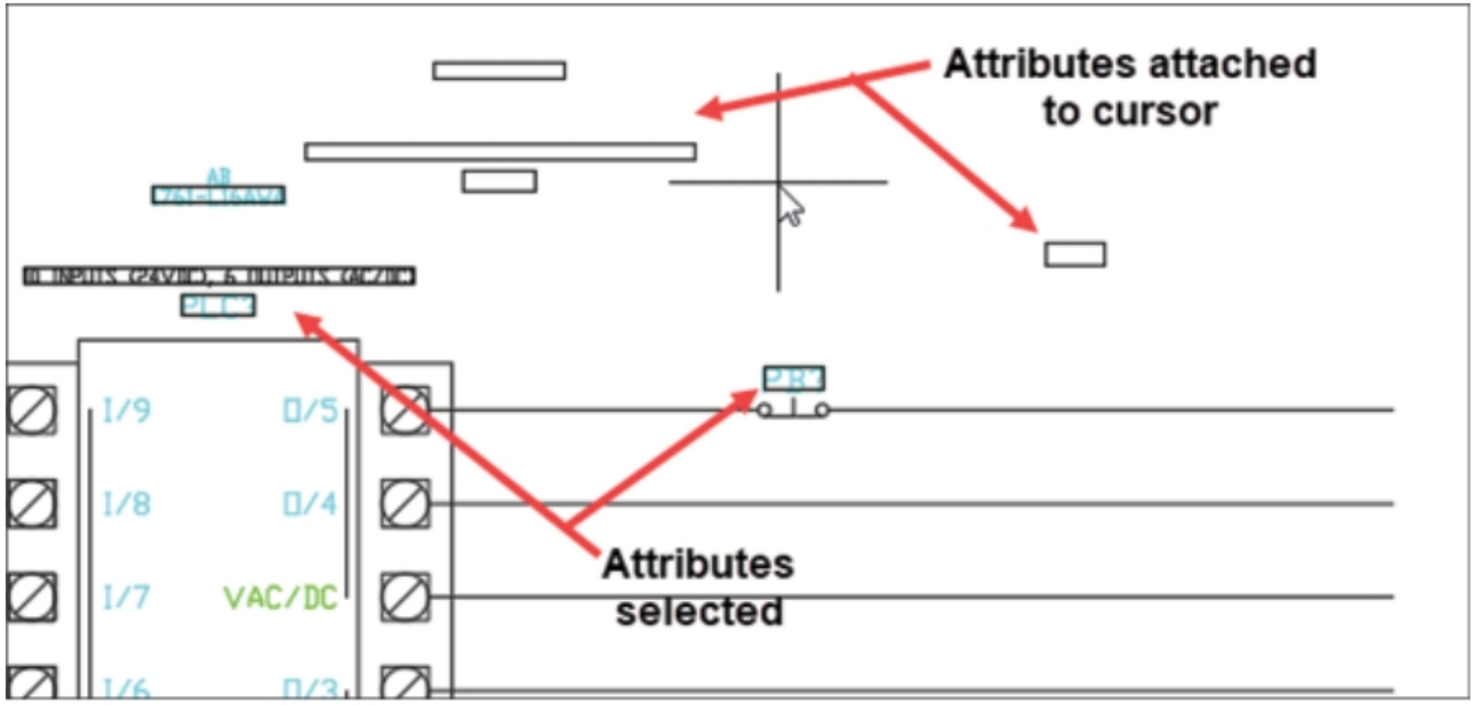

Figure-43. Attributes attached to cursor
- Click at desired location. The attributes will get attached to cursor and you will be asked to specify new location of attributes; refer to Figure-43.